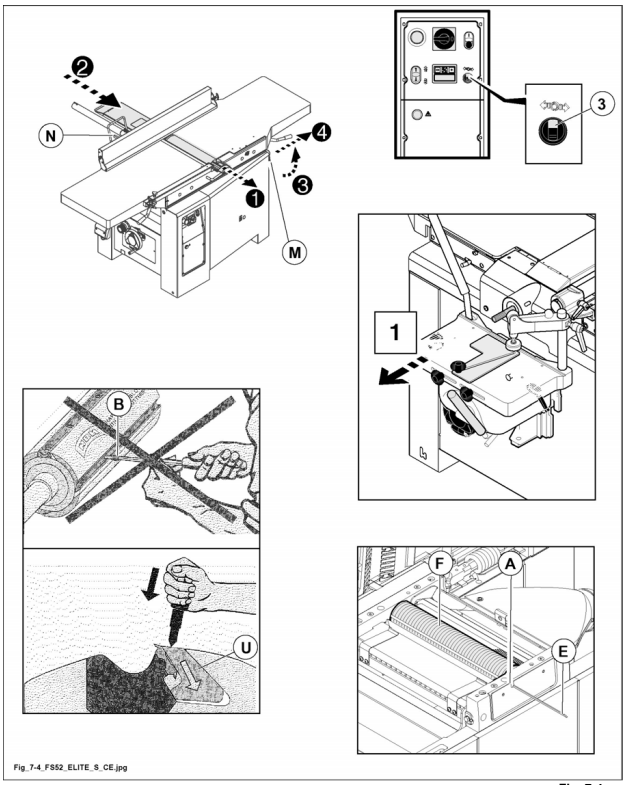

Fig. 7.4
Non sbloccare le viti (B fig. 7.4).
allentare la maniglia (N fig. 7.4) e spostare la guida filo tutta avanti; riserrare la maniglia (N fig. 7.4).
- Sbloccare la maniglia (M fig. 7.4).
- Sbloccare il freno motore ruotando il selettore (3 fig. 7.4) su .
- Ruotare l'albero pialla (F fig. 7.4) fino a portare il coltello da sostituire in corrispondenza del foro (A fig. 7.4) di estrazione.
- Introdurre il nuovo coltello (E fig. 7.4), o quello vecchio girato centrandolo perfettamente nel senso della lunghezza.
- Bloccare il freno motore ruotando il selettore (3 fig. 7.4) su .
Avviando la macchina, i lardoni (U fig. 7.4) si posizioneranno automaticamente.